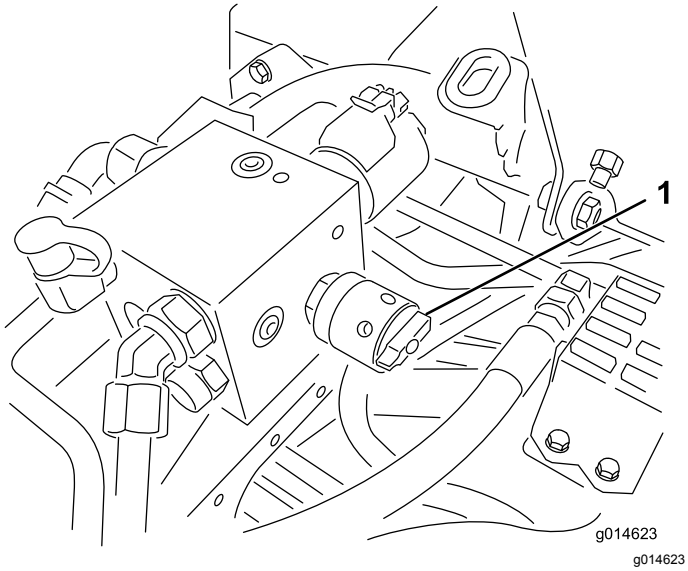

Figur 50
6. Vrid cylinderhastighetsreglaget till inställningen 1 (Figur 50).